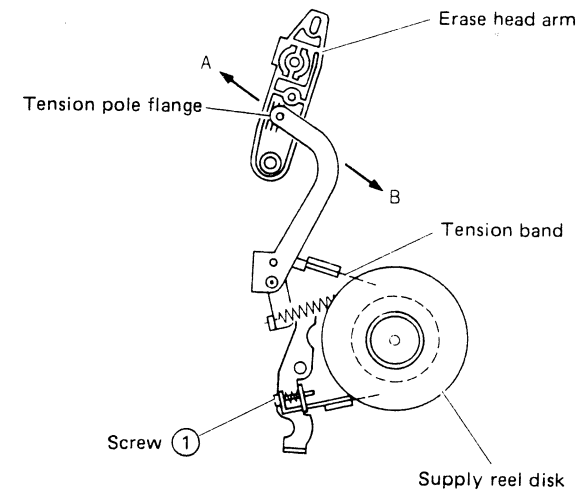

Fig. 2-11 Tension pole
2. As shown in Fig. 2-11, three lines are marked on the full erase head arm. Turn screw (1) to align the edge of the tension pole flange with the outermost of the three lines. Turn the screw clockwise to shift the tension pole in direction A and counter-clockwise for direction B.